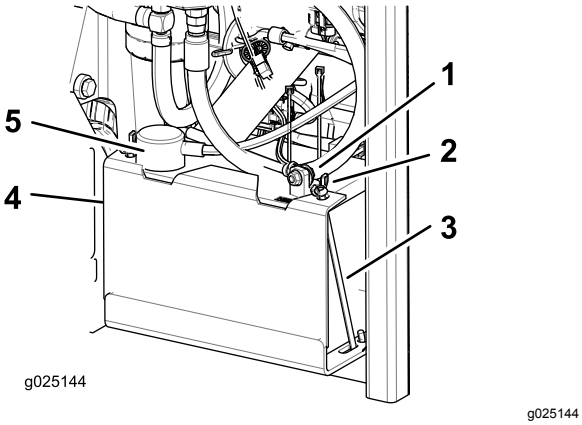

Figur 47
3. Lossa batteriets minuskabel (svart) från batteriets minuspol (–) (Figur 47).
4. Skjut av den röda anslutningsskon från batteriets pluspol (röd) och ta bort batteriets pluskabel (+) (Figur 47).
5. Ta bort vingmuttrarna som håller fast J-ändarna (Figur 47).
6. Ta bort klämman (Figur 47).
1. Sätt i batteriet i lådan med anslutningspolerna mot hydraultanken (Figur 47).
4. Fäst kablarna med två skruvar, två brickor och två låsmuttrar (Figur 47).
6. Montera klämman och fäst den med vingmuttrarna och J-ändarna (Figur 47).